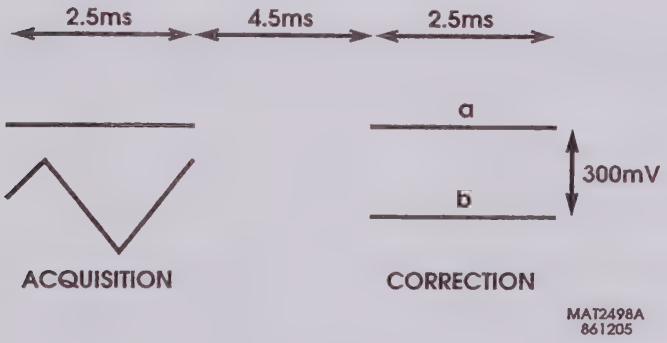

Figure 9.4 Voltage-waveform present at X3341 and X3348.
- Adjust R7939 (R8139 for ch. B) so that the distance between level a and b during the correction stroke in figure 9.4 is 300 mV (+ or - 20 mV).